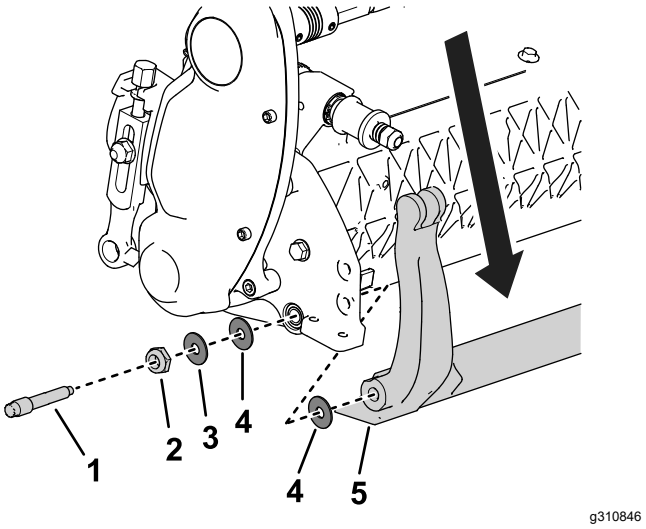

图 21
3. 如图 21所示在机器的两侧松开锁紧螺母。
4. 拆下两个底刀架螺栓向下拉动底刀架并从滚刀组上拆下来图 21。
取下底刀架两端的 2 个塑料垫圈和 1 个钢垫圈图 21。
3. 将尼龙垫圈放在侧板凸起的一侧。在两个尼龙垫圈的外侧各放一个钢垫圈图 21。